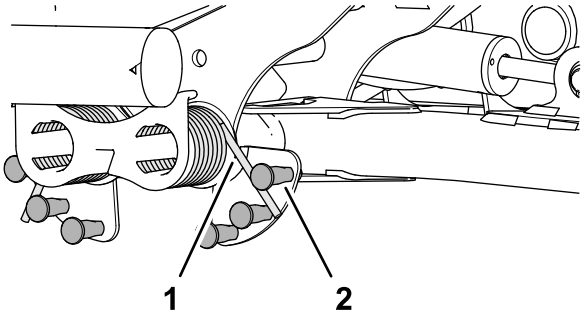

**Figuur 51**
2. Steek de veer van het tegengewicht met het lange uiteinde in een buis of gelijkaardig voorwerp, en draai de veer rond de kraagbout in de gewenste stand (Figuur 51).